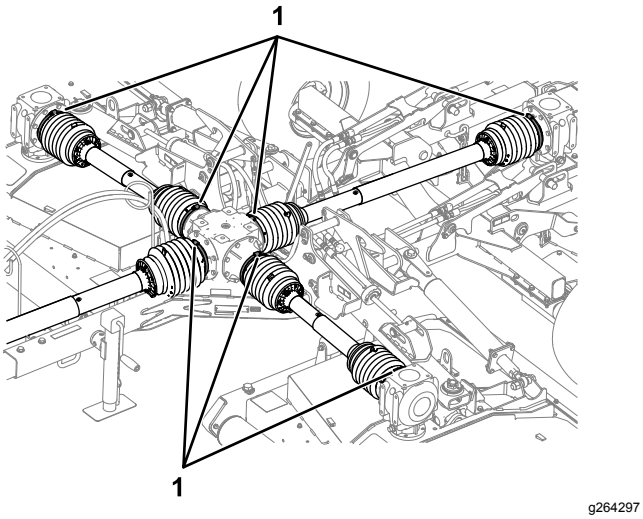

Rysunek 22
7. Sprawdź, czy 7 zacisków przewodów bezpiecznie mocuje osłony wału napędowego do przekładni środkowej i podwozia tnącego (Rysunek 22).